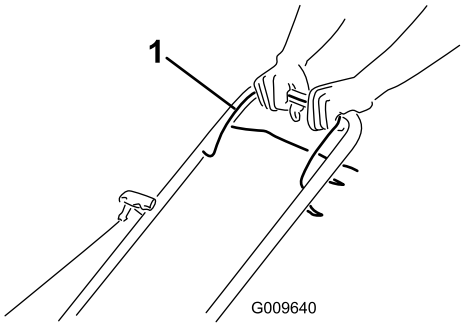

Figuur 10
1. Houd de bedieningsstang van het maaimes tegen de handgreep (Figuur 10).